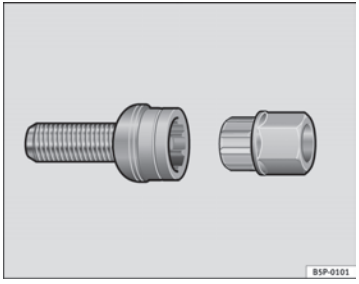

Fig. 181 Anti-theft wheel bolt
– Insert the adapter onto the wheel bolt and push it on as far as it will go ⇒ page 258, fig. 181.